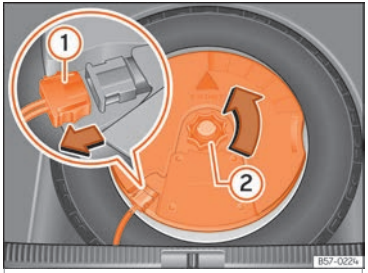

Fig. 197 In the luggage compartment: remove the subwoofer.
- Disconnect the *subwoofer* ››› Fig. 197 ① speaker cable.
- Turn the securing wheel in an anti-clockwise direction ››› Fig. 197 ②.